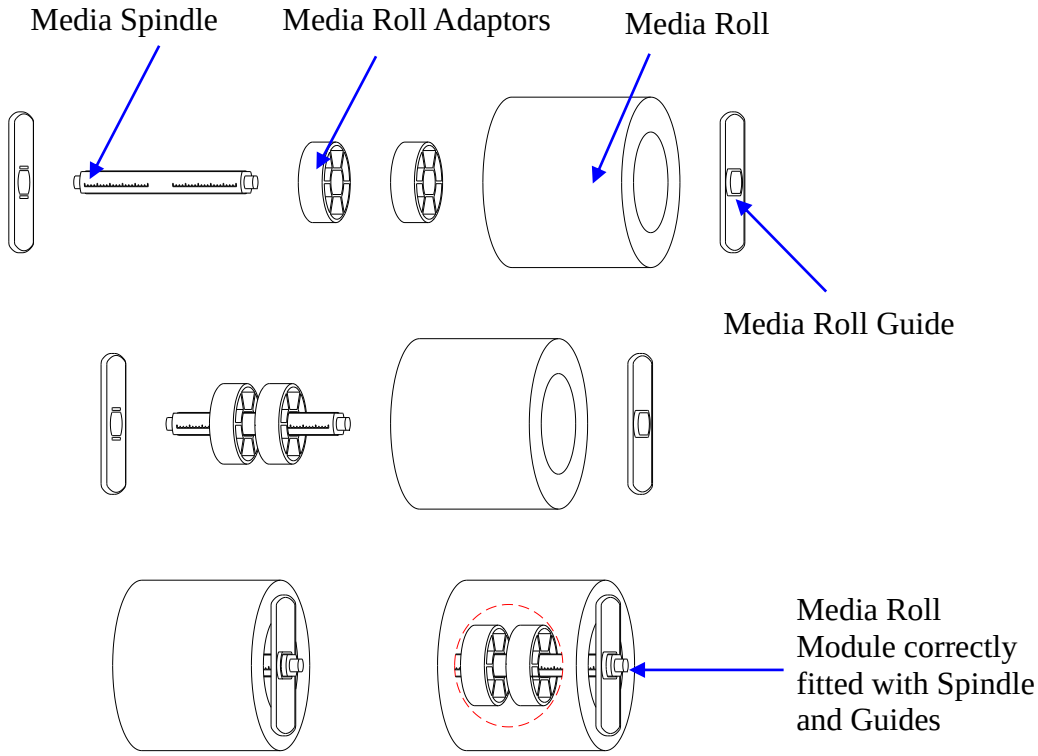

Figure 2-11 Place Media Roll on Media Spindle
1. Load a roll of media (labels facing up) on the Media Spindle, then slide the two Media Roll Guides, with smooth sides facing toward the media, onto the Media Spindle from each end until both Media Roll Guides touch the media. When placing a roll of media with a 3″ ID core, please slide the two Core Adapters onto the Media Spindle first, as shown in Figure 2-11.